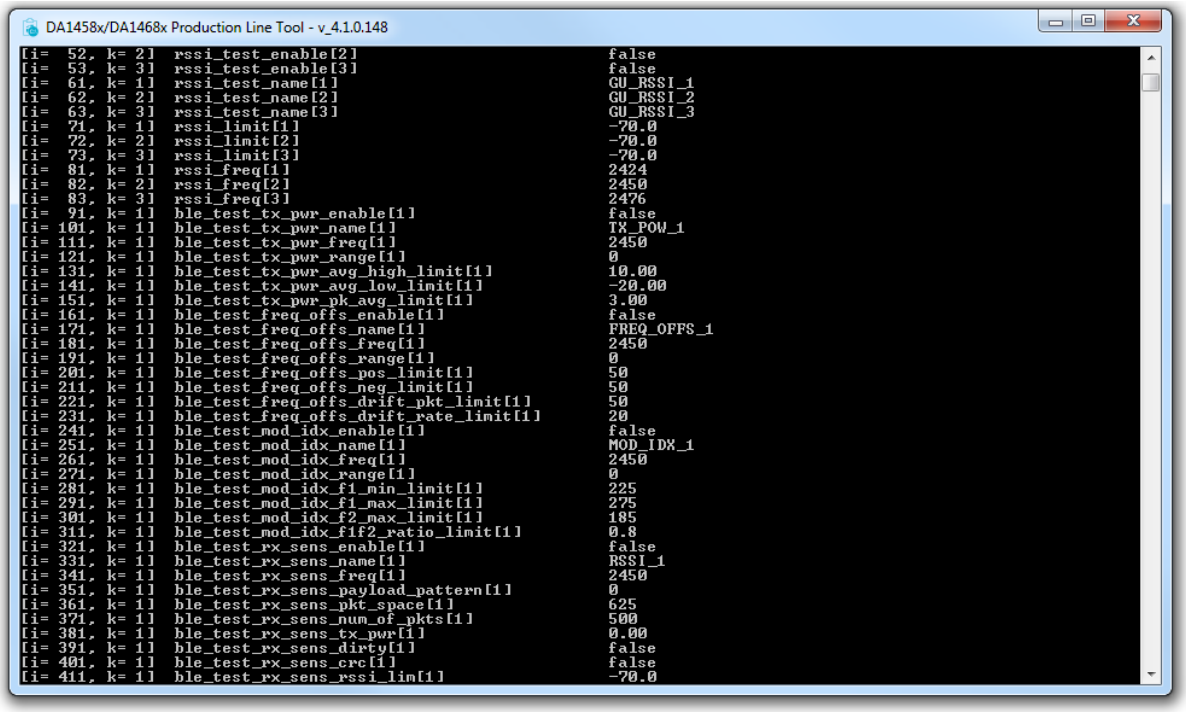

**Figure 124: CLI PLT Print Settings (x Command)**
- Because the configuration file is automatically loaded, use the 'x' command (Figure 124) to see the loaded settings. Errors will be shown in red.